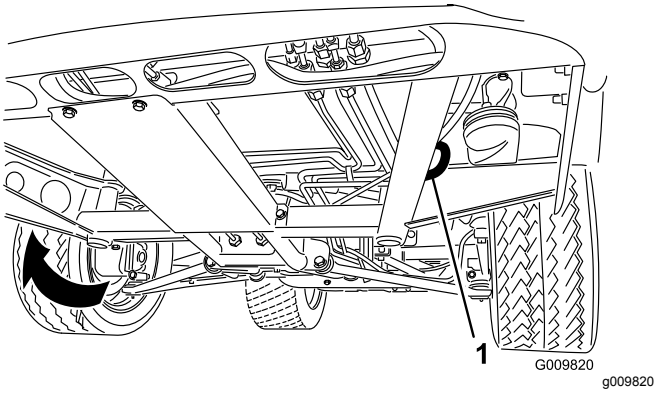
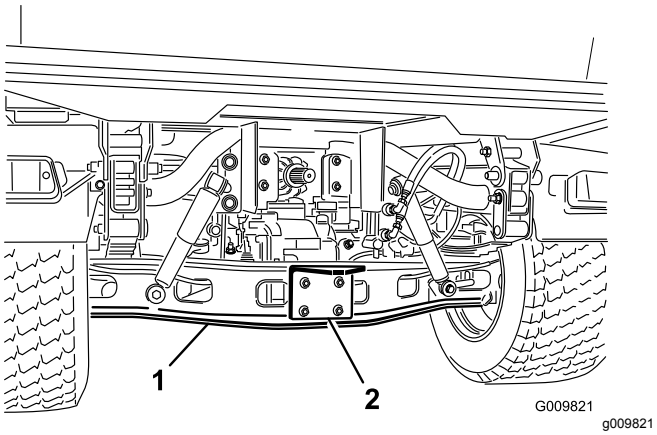

**Bild 19**
**Bild 20**
In Bild 19 und Bild 20 finden Sie die Vergurtungsstellen der Maschine.
1. Befestigen Sie ein Abschleppseil an der Anhängerkupplung vorne am Maschinenrahmen (Bild 19).